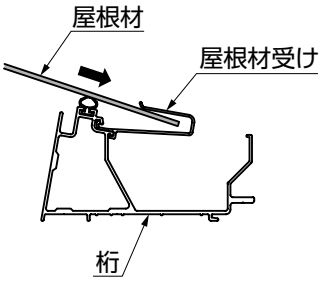

図13-2　B部詳細図
③屋根材を屋根材受けに、差込んでください。（図13-2参照）